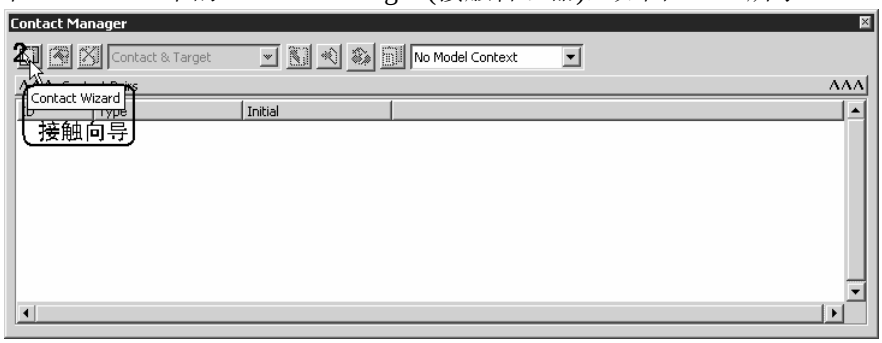

图 20.14 接触管理器
1. 打开接触管理器。选取菜单路径 Main Menu | Preprocessor | Modeling | Create | Contact Pair，打开 ANSYS6.1 中的 Contact Manager (接触管理器)，如图 20.14 所示。